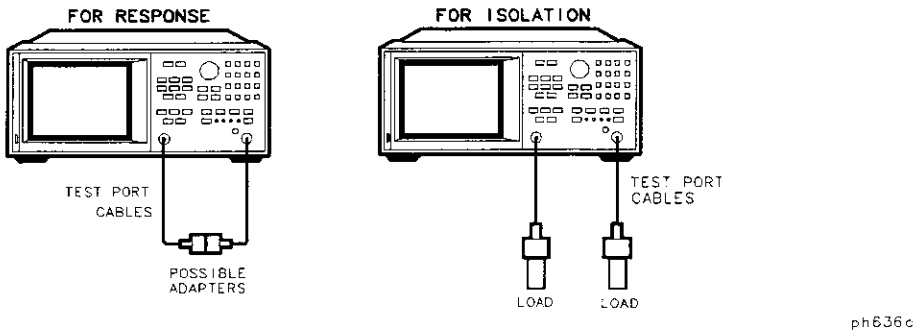

Figure 4-4.
10. Connect impedance-matched loads to both test ports, as shown in Figure 4-4. Include the adapters that you would include for your device measurement.